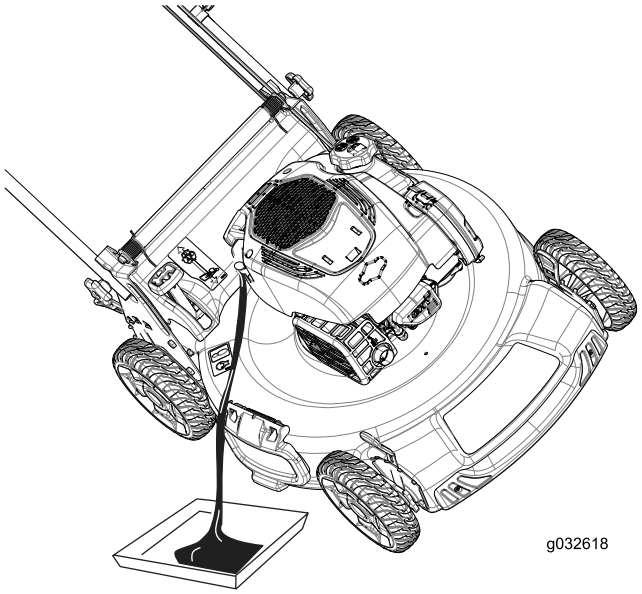

Figur 32
3. Tip plæneklipperen over på siden med luftfilteret opad, så olien kan løbe ud gennem oliepåfyldningsrøret (Figur 32).